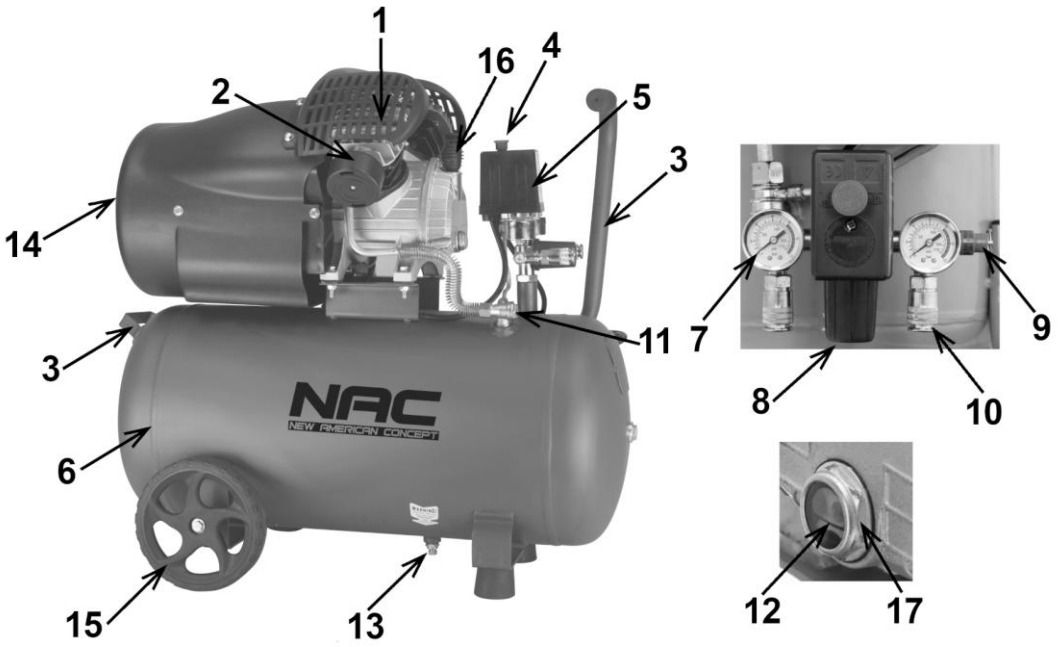
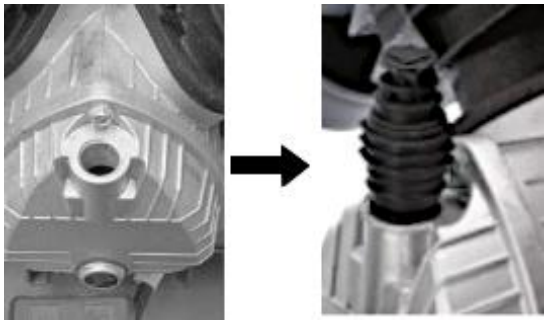

Rys. 1
Rys. 2d
- Wymienić korek transportowy na korek oleju **16 (Rys. 1)** przeznaczony do kompresora **(Rys. 2d)**. Korek znajduje się w opakowaniu kompresora.
Upewnić się, że przełącznik główny **4 (Rys. 1)** jest w pozycji „wyłączony" („OFF").
- Otworzyć zawór wylotowy **10 (Rys. 1)**, ustawić pokrętło wyłącznika ciśnieniowego w pozycji włączonej „ON" i pozwolić kompresorowi pracować 10 minut bez obciążenia, aby zapewnić smarowanie części ruchomych przed regularną obsługą.
- Wyłączyć włącznik zasilania **4 (Rys. 1) („OFF")**.
- Wcisnąć końcówkę węża ciśnieniowego do szybkozłącza **10 (Rys. 1)**.
- Pokrętłem regulacji ciśnienia roboczego **8 (Rys. 1)** ustawić na minimum.
- Usuń wilgoć nagromadzoną w zbiorniku powietrza poprzez otwarcie zaworu spustowego **13 (Rys. 1)**.